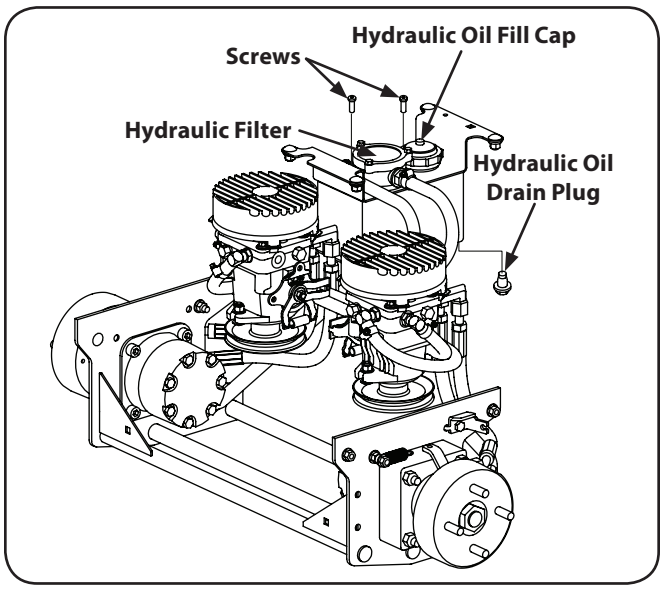

Figure 6-1
3. Clean the area around the Hydraulic Oil fill neck. See Fig. 6-1.
8. Place a small pan under the pump motor frame. Remove fill oil cap from hydraulic reservoir for faster drainage. Remove nut caps and drain oil from both left and right pumps. Replace and retighten nuts. See Fig. 6-1.